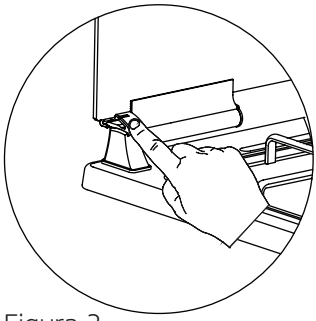

Figura 2
**2.** Come mostrato nella figura 2, lo sportello in vetro può essere chiuso premendo con un dito la clip di plastica.